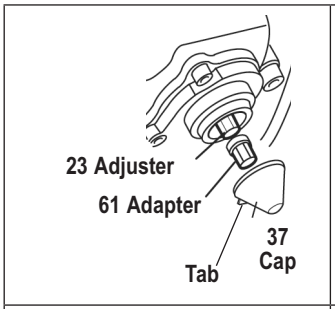

Figure 18 – Exploded View of Adjuster and Adapter
For illustration purposes, the exploded view (Figure 18) shows the adjuster (23) and shear adapter (61) separated. When using the adjuster mechanism, always have the shear adapter installed on the adjuster.